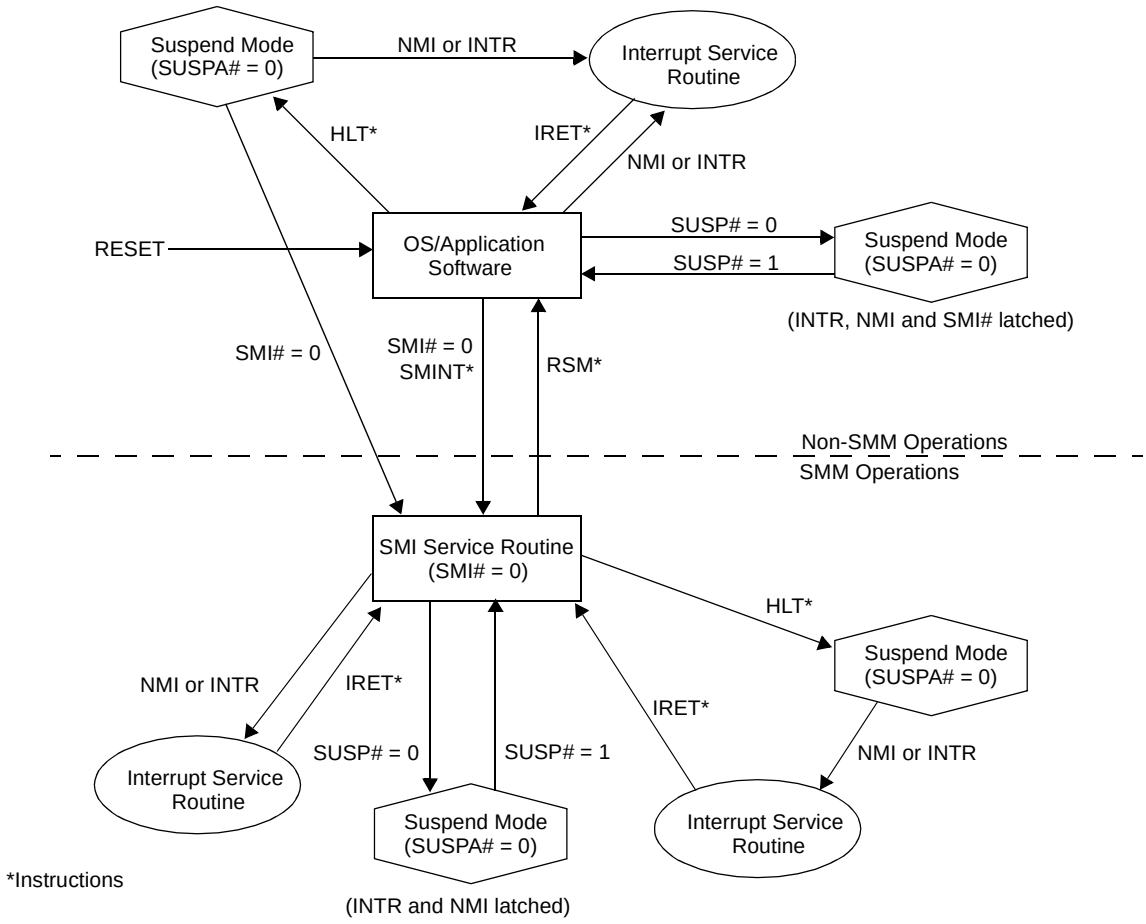

**Figure 3-12. SMM and Suspend Mode State Diagram**
The state diagram shown in Figure 3-12 illustrates the various CPU states associated with SMM and Suspend mode. While in the SMI service routine, the GXm processor core can enter Suspend mode either by (1) executing a halt (HLT) instruction or (2) by asserting the SUSP# input.